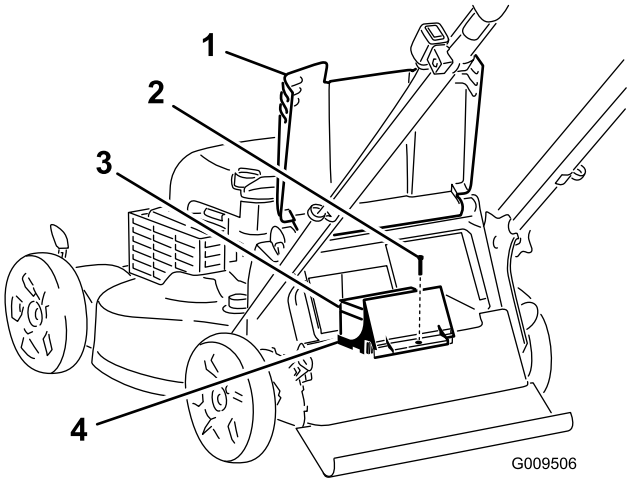

**Figuur 24**
1. Breng de afvoergeleider aan de achterzijde omhoog en ga naar het accucompartiment (Figuur 24).